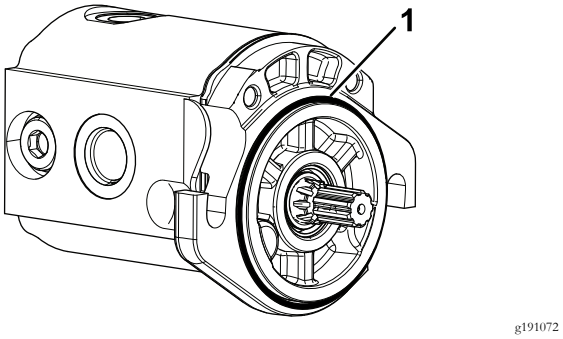

Figur 7
5. Montera O-ringen på cylindermotorn (Figur 7).